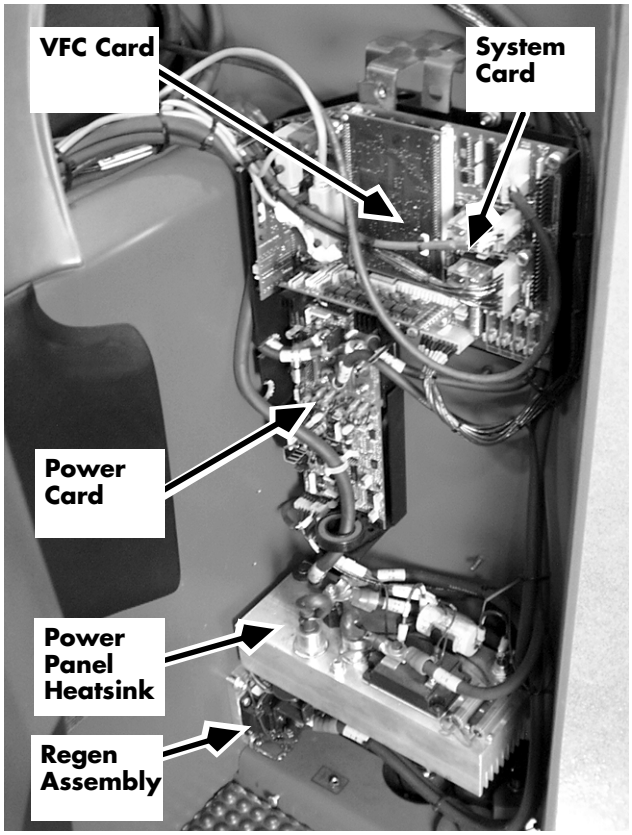

Figure 7-155: Power Card Location
4. Disconnect the drive motor cable at TP6 on the main heat sink. Note how the cable is routed through the current-sensing ring CT-1. You must route the cable identically when reinstalling. Feed the cable through CT-1 on the power card. See Figure 7-155.
7. Remove the PR-B- cable at the B- terminal. Remove the PR-B+, PR-S1, and PR-S2 cables, labeling as needed to ensure proper reconnection. Remove the three (3) screws at terminals B+ (one screw) and S3 (two screws).